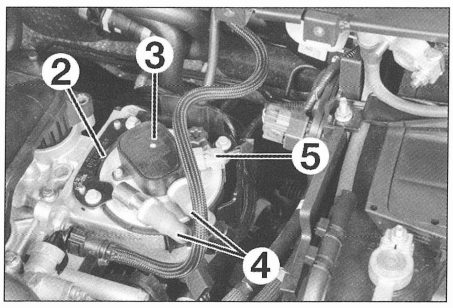

FIG. 42
- la chapa de freno (2) **(fig. 42)**.
Si el filtro debe ser sustituido, desmontar y recuperar el calefactor (3) **(fig. 42)**.